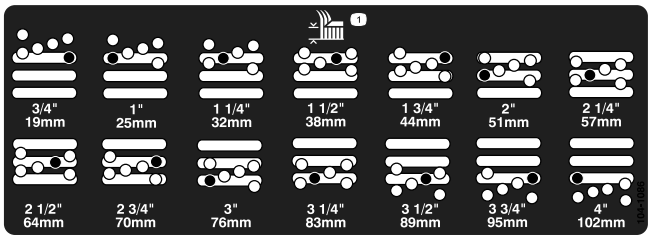

Figur 18
5. Flytta kammaren till önskad klipphöjd och montera distansbrickan i avsett klipphöjdshål och -spår (Figur 18).